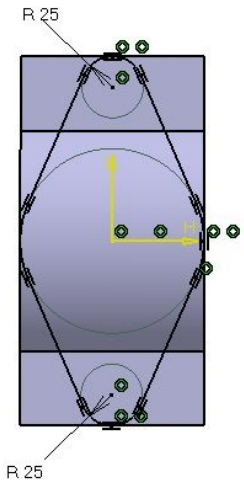

Figure 5-59 *The sketch of the second feature*
b. Create the second feature, which is a pocket feature, refer to Figures 5-59 and 5-60.
1. Invoke the **Sketcher** workbench by selecting the xy plane as the sketching plane and then draw the sketch, as shown in Figure 5-59.